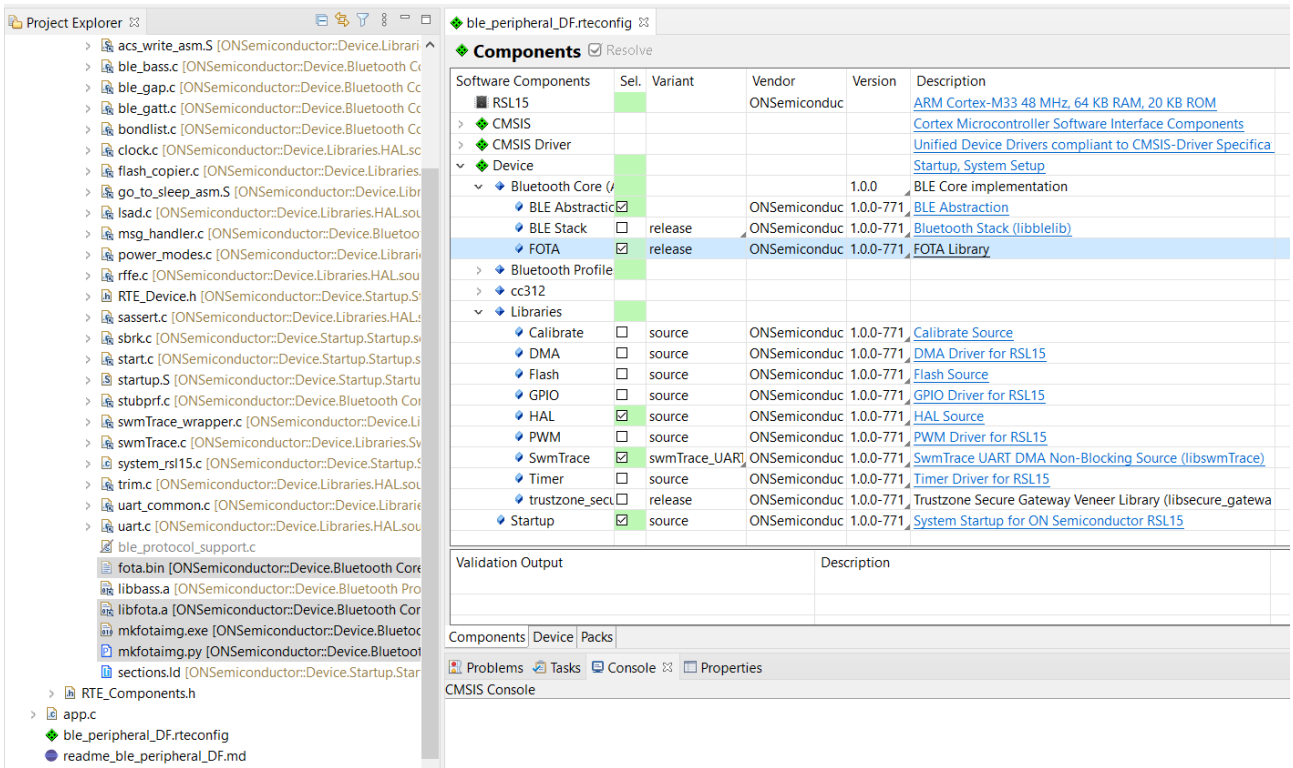

Figure 16. Adding the FOTA Software Component
2. Add the FOTA software component to your project by using the RTE Configuration Wizard (the *ble_peripheral_DF.rteconfig* file). When you select the **FOTA** component and click save, *libfota.a*, *fota.bin*, *mkfotaimg.exe* and the tool *mkfotaimg.py* are copied into your project, under **RTE** > **Device** > **`<device>`**. In addition, you need to deselect the **BLE Stack** component as shown in the "Adding the FOTA Software Component" figure (Figure 16).
4. Modify the sample application to add random and seed initialization functions in *app.c*. These functions are initially defined in *ble_protocol_support.c*, which is excluded for the FOTA stack, as shown in the "Adding the FOTA Software Component" figure (Figure 16).